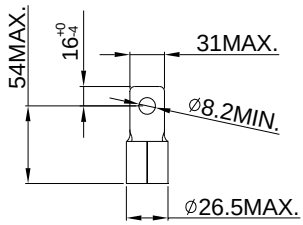

Figure2
2. Figure 1 and Figure 2 show the specification for using ring lug.